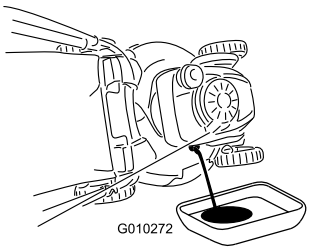

Figuur 27
5. Plaats een opvangbak naast de **rechterzijde** van de maaimachine (Figuur 27).